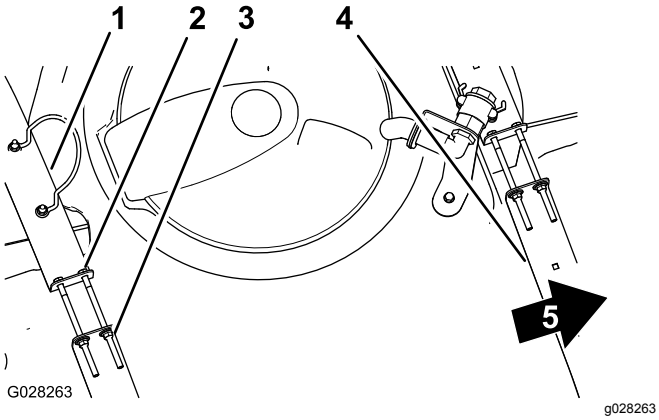

Figuur 17
2. Controleer of u de tankbanden op de tank kunt bewegen (Figuur 17).
3. Als de tankbanden te los om de tank heen zitten, draai dan de flensborgmoeren en de bouten bovenaan de banden aan tot de banden gelijk komen met het oppervlak van de tank (Figuur 17).